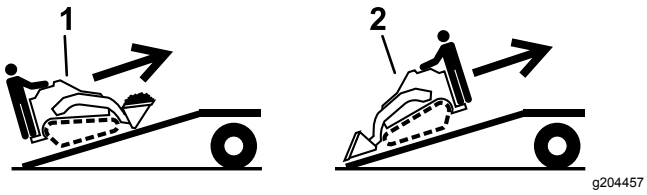

Figuur 19
5. Laad de machine op de aanhanger met de zwaarste kant naar de bovenste zijde van de oprijplaat gericht, en zorg dat de lading onderaan zit (Figuur 19).
1. Breng de oprijplaat naar beneden (Figuur 19).